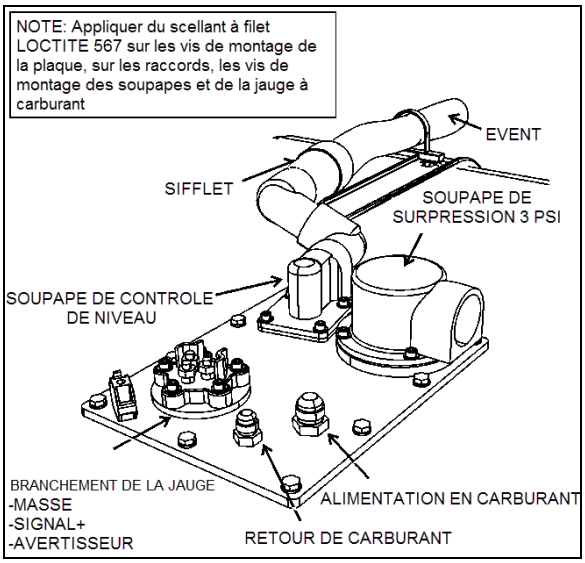

FIGURE 17 : PLAQUE DE RACCORDEMENT DU RÉSERVOIR
4. Débrancher les 3 fils de la jauge de niveau de carburant. Avant de débrancher, identifier les fils et les terminaux sur la jauge pour faciliter le rebranchement (Figure 17).